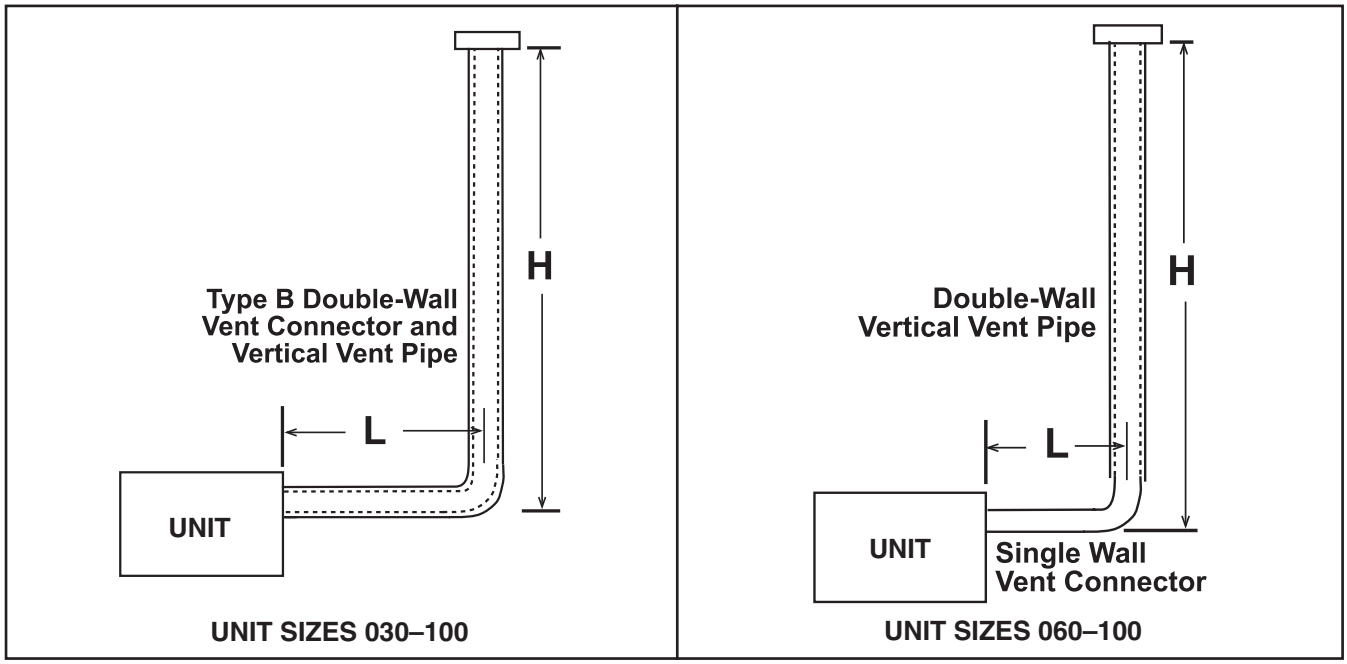

Figure 8. Typical Category I Dedicated Vent
1. Select vent pipe and vent connector for Category I vent (see **Figure 8**).
Dimension (See Figure 8)